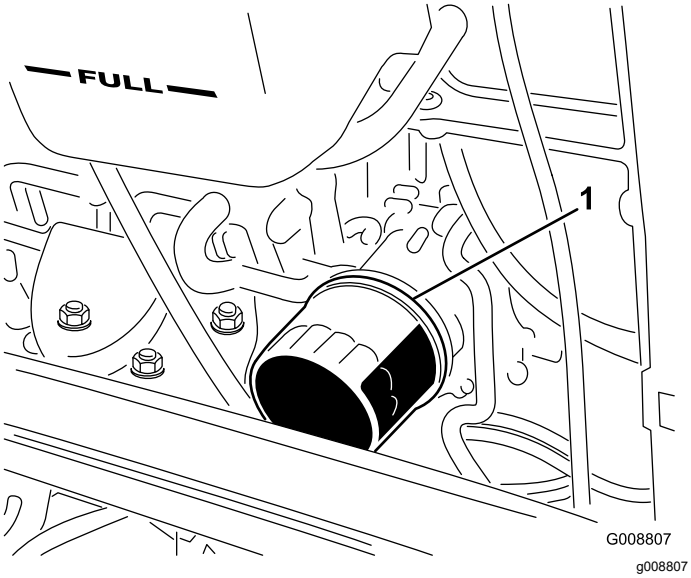

Figur 90
4. Fjern oliefilteret (Figur 90).